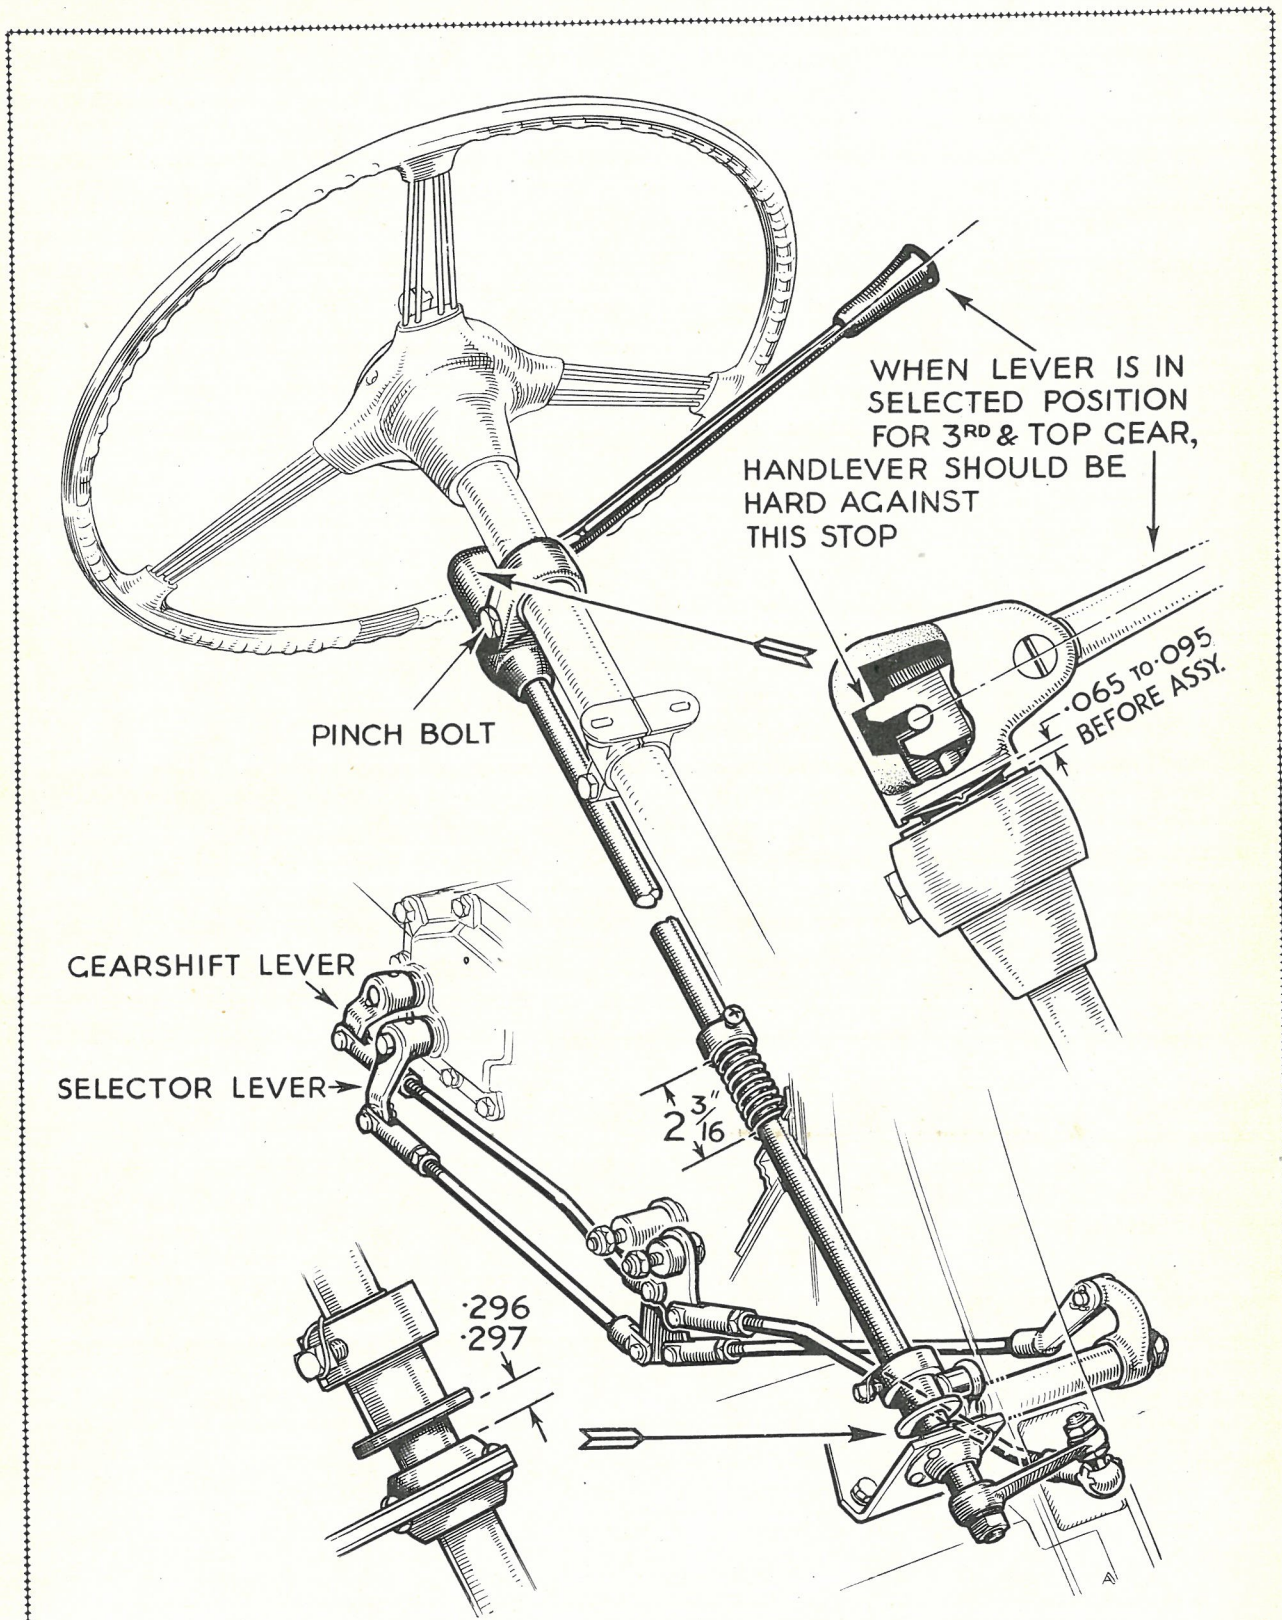

Fig. J.7.
6. Insert the fibre packing sleeves between the upper support bracket and the steering column. Use a gauge to ensure the correct gap between the selection boss and the lower support bracket (see Fig. J.7) and tighten the bolt pinching the upper support bracket to the steering column.